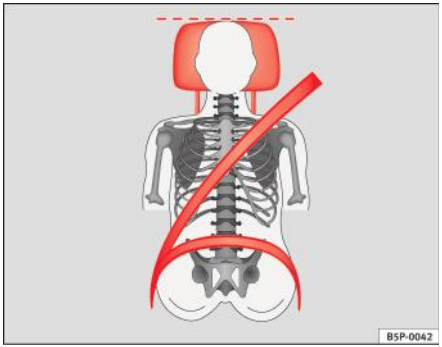
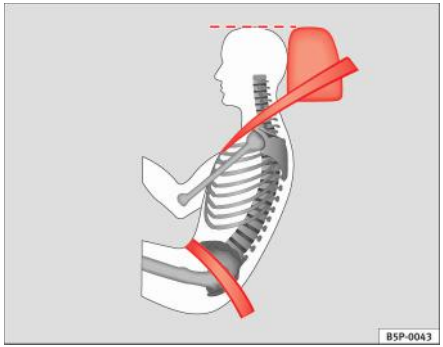

Fig. 86 Vedere din față: tetiere şi centuri de siguranță reglate corect
Fig. 87 Vedere din lateral: tetiere şi centuri de siguranță reglate corect
– Reglați tetiera astfel încât marginea superioară a acesteia să se afle la acelaşi nivel cu creştetul dumneavoastră sau cât mai aproape posibil de acest nivel, dar nu mai jos de nivelul ochilor ⇒ fig. 86 şi ⇒ fig. 87.